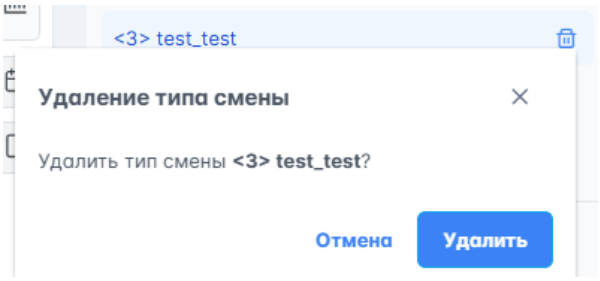

Рисунок 121 – Подтверждение удаления типа смены
2. Нажать на в строке типа смены на панели управления справа, откроется окно подтверждения удаления (рисунок 121).